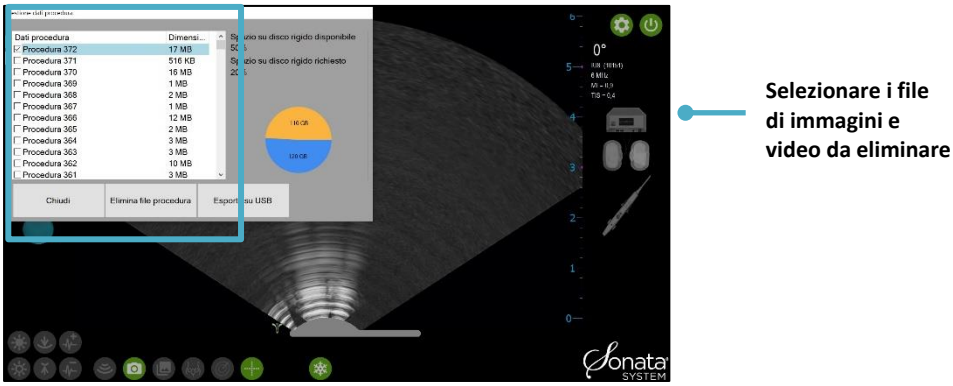

Figura 6-22. Selezionare i file, quindi fare clic su “Elimina file procedura” per rimuovere i file di immagini dal sistema
- Selezionare i file da eliminare nel riquadro a sinistra della finestra Esplora risorse relativa ai file delle procedure (vedere la Figura 6-22).
- Fare clic sul pulsante “Elimina file procedura” (vedere la Figura 6-22).